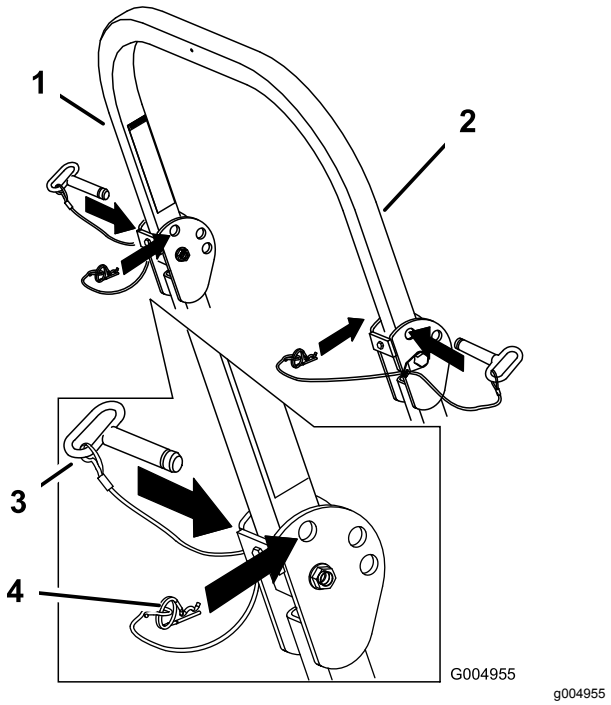

Figur 9
1. Ta bort hårnålssprintarna och de två tapparna (Figur 9).
3. Montera de två tapparna och fäst dem med hårnålssprintarna (Figur 9).
4. Fäll upp vältskyddet genom att lossa hårnålssprintarna och ta bort de två tapparna (Figur 9).
5. Fäll upp vältskyddet till upprätt läge, montera de två tapparna och fäst dem med hårnålssprintarna (Figur 9).